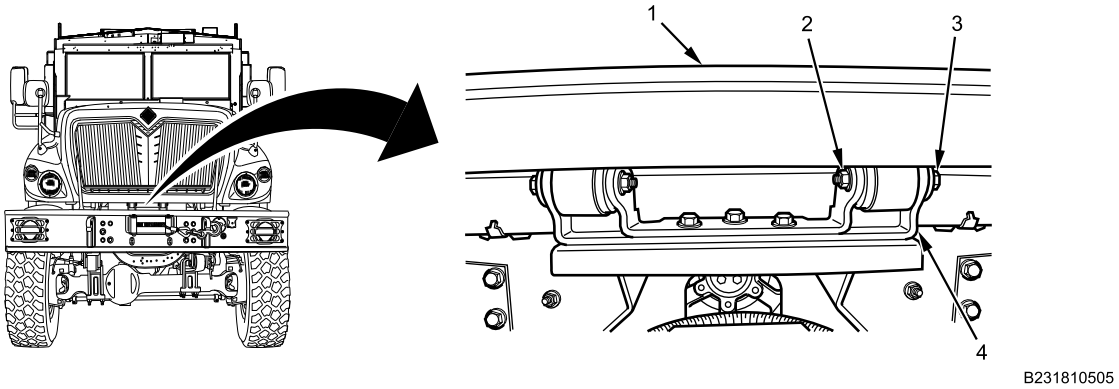

Figure 5. Hood Mounting Hinge.
7. Close hood (Figure 5, Item 1).
8. Remove nut (Figure 5, Item 2) and bolt (Figure 5, Item 3) from hood assembly mounting hinge (Figure 5, Item 4).
9. With two assistants, lift and remove hood assembly (Figure 5, Item 1).